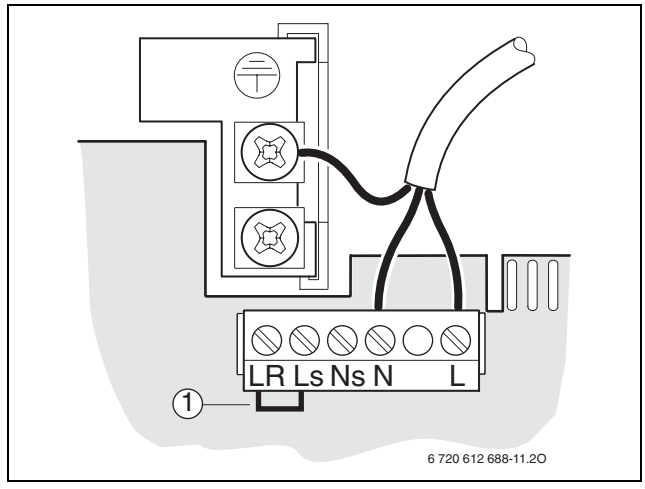

*Fig. 20*
I termostati o cronotermostati di tipo ON-OFF devono essere collegati ai morsetti LR/LS, → fig. 20. In questi casi, è necessario eliminare il ponticello (pos. 1) di serie.